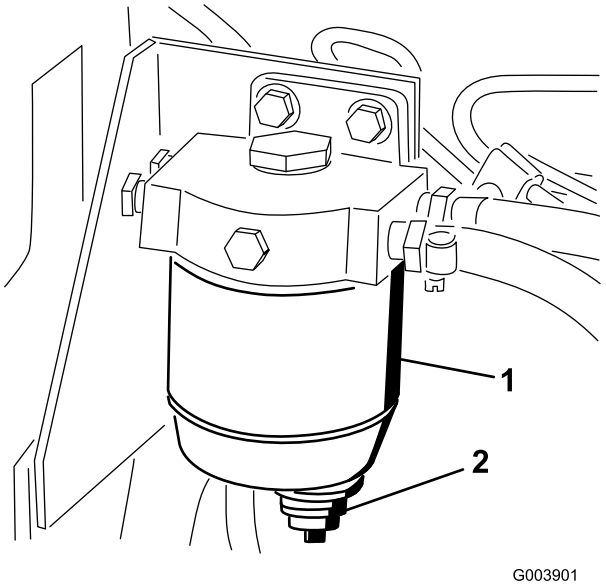

Figur 55
Tøm brændstoffilteret/vandudskilleren for vand eller andre forureningsstoffer (Figur 55) dagligt.
1. Rengør området, hvor filterdåsen monteres (Figur 55).
2. Afmonter filterdåsen, og rengør monteringsfladen (Figur 55).
4. Monter filterdåsen med hånden, indtil pakningen berører monteringsoverfladen. Drej dernæst endnu 1/2 omgang (Figur 55).